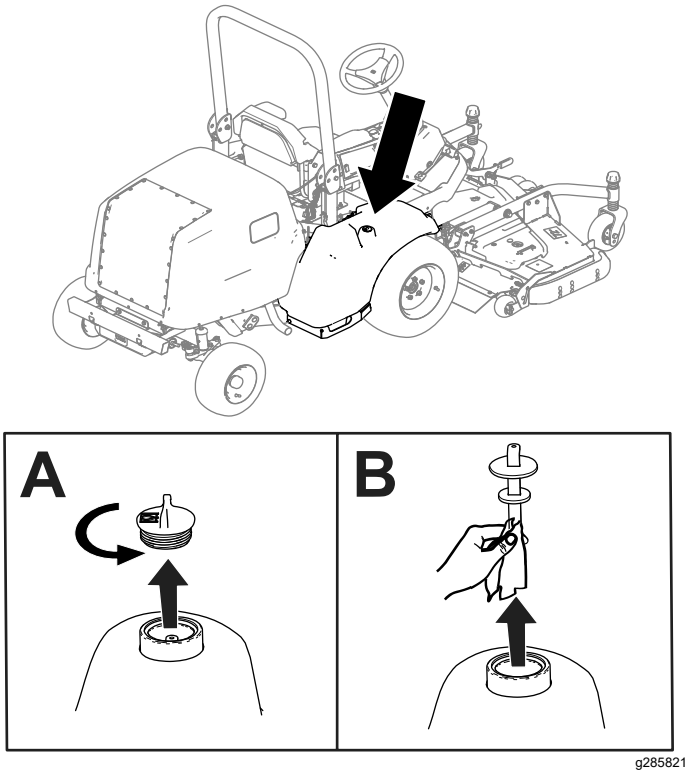

**Figuur 79**
2. Verwijder de plug van de hydraulische tank (Figuur 79).
3. Verwijder de peilstok uit de hydraulische tank en veeg hem af met een schone doek (Figuur 79).